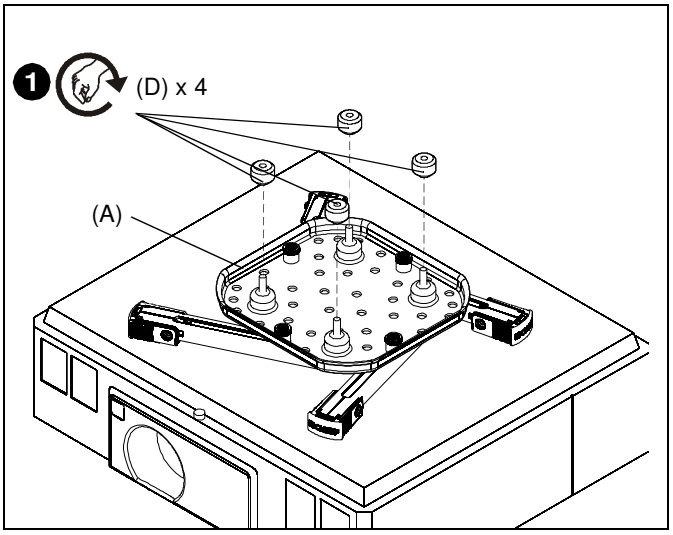

Figure 8
1. Sur le SSBU, installez en partie quatre écrous à ailettes (D) aux vis de la plaque principale du SSBU. (Voir la Figure 8)